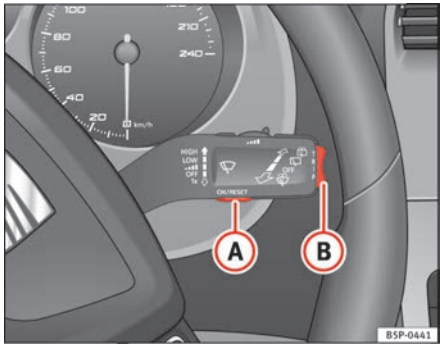
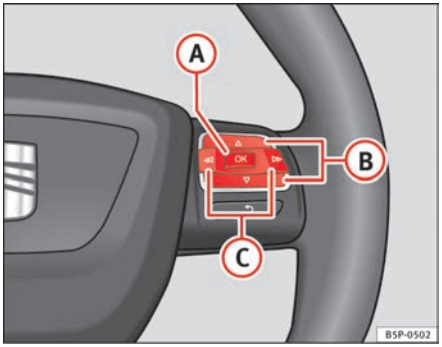

Fig. 43 Windscreen wiper lever: button A to confirm the menu selection and rocker switch B to change the menu
Fig. 44 Steering wheel controls: button A to confirm the menu selection and switch B to change the menu
– Press button (A) on the windscreen wiper lever. The **Configuration** menu is opened.
– To access the "Configuration" menu, press button (C) ⇒ page 64, fig. 44 until the menu is displayed. Now you are in this menu.
– Select option **Winter tyres** using switch (B).
– Press button (A). The menu **Winter tyres** is opened.
– Use switch (B) to select the menu entry **+ 10 km/h** or **- 10 km/h** and press button (B) to either increase or decrease the set speed.
– Use switch (B) to select the menu point **On / Off** and press the button to switch the speed warning on or off. If the speed warning is deactivated, three dashes will be displayed **---**
– To change from one memory to another, briefly press button A ⇒ page 64, fig. 43 ⇒ page 64 on the windscreen wiper lever or the OK button on the multifunction lever ⇒ page 64, fig. 44 ⇒ page 64 while the ignition is switched on.
The following data can be viewed on the multifunction display using the rocker switch (B) ⇒ page 64, fig. 43 ⇒ page 64 on the windscreen wiper lever or by pressing button △ or ▽ ⇒ page 64, fig. 44 on the multifunction steering wheel*.